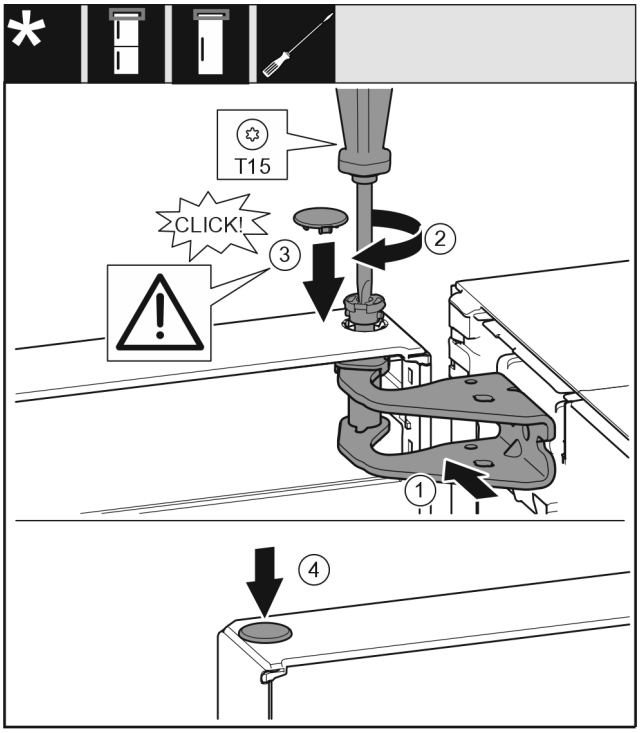

Fig. 58
- ▶ Dveře nahoře vyrovnejte s otvorem ve stojanu ložiska *Fig. 58 (1)*.
- ▶ Vložte čep *Fig. 58 (2)* a pevně jej utáhněte šroubovákem.
- ▶ Nasaďte kryt *Fig. 58 (3)*.
- ▶ Zkontrolujte, zda kryt *Fig. 58 (3)* doléhá na dveře.
- ▶ Nasaďte kryt *Fig. 58 (4)*.